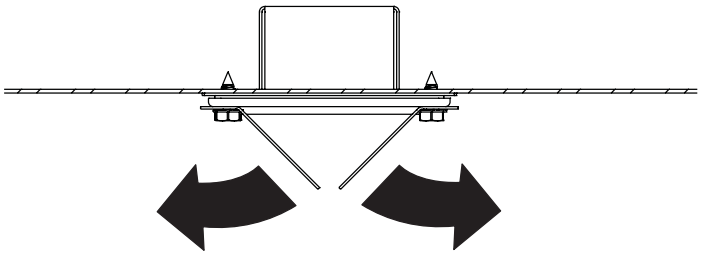

Figure 7
9. Turn on the light and observe where the light is being cast. If desired, bend the light shields outwards as shown in **Figure 7** in order to allow the light to illuminate the entire firebox floor. Note that if the shields are bent outwards too far, light will be cast upon the barrier screens and may create undesirable “streaks.”